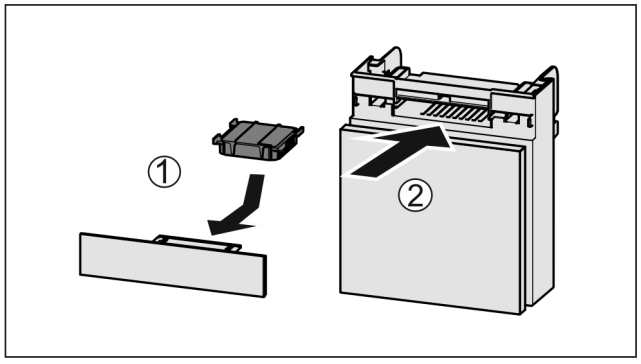

Fig. 133
▶ Sätt in *Fig. 133 (1)* aktivtkolfiltret enligt bilden.
▶ Skjut in *Fig. 133 (2)* lådan.